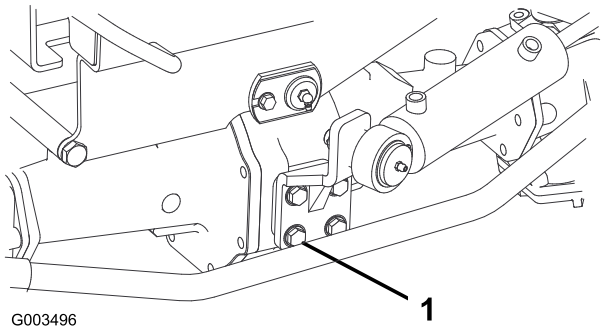

Figur 55
2. Kontrollera åtdragningen av styrcylinderns fästbultar (Figur 55). Dra åt till 65-81 Nm.